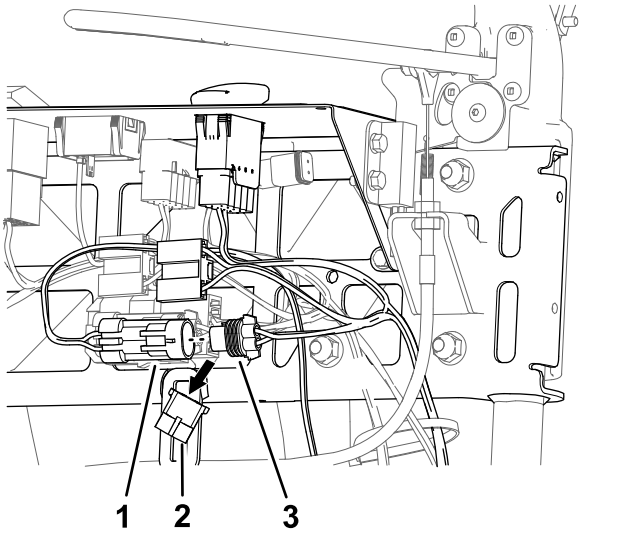

图18
1. 在控制台前面从机器线束的 2 插槽接头拔下栓塞图 18。
2. 将 LED 灯线束的 2 针接头接入机器线束的 2 插槽接头图18。